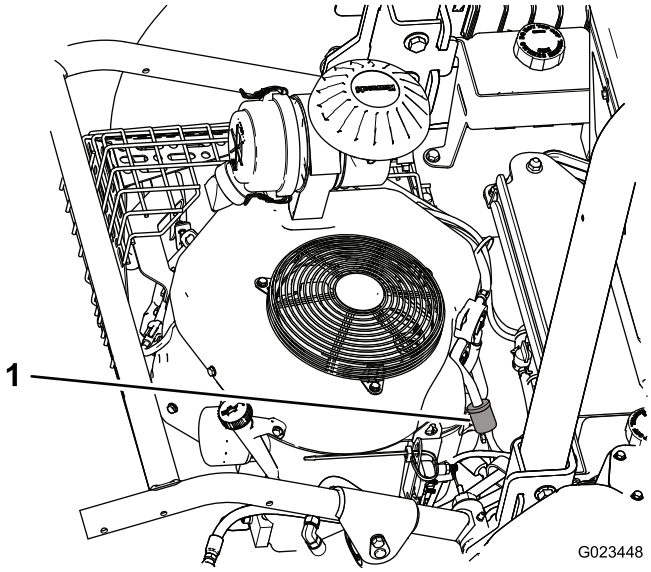
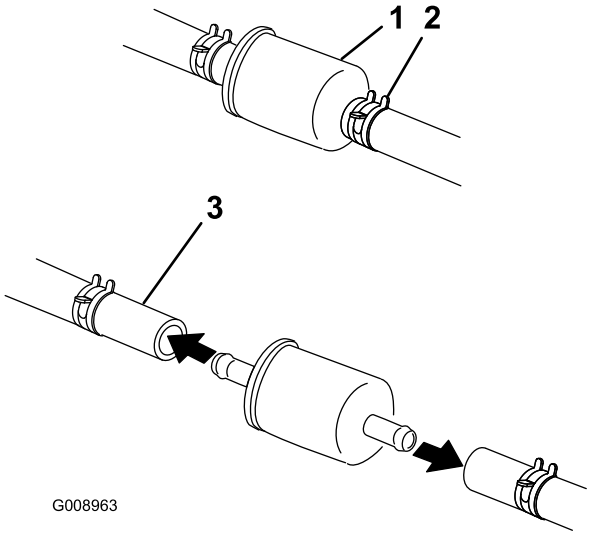

Figuur 48
Figuur 49
1. Zet de slangklem aan de carburatorzijde van het filter los en neem de brandstofleiding van het filter (Figuur 48 en Figuur 49).